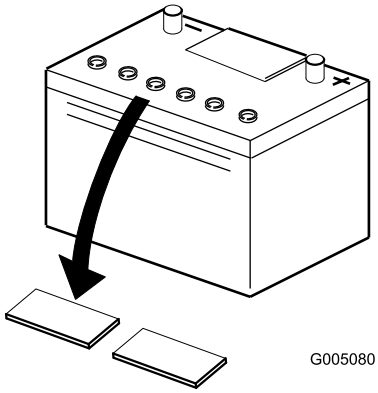

Bild 3
2. Reinigen Sie die Oberseite der Batterie und nehmen Sie die Entlüftungsdeckel ab (Bild 3).